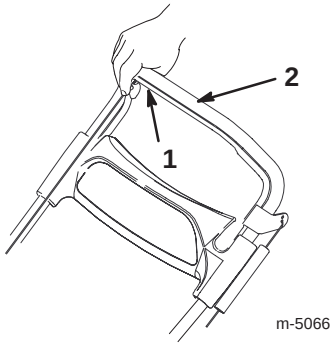

Figur 11
3. Håll manöverreglaget mot handtagets högra sida, som i figur 11.